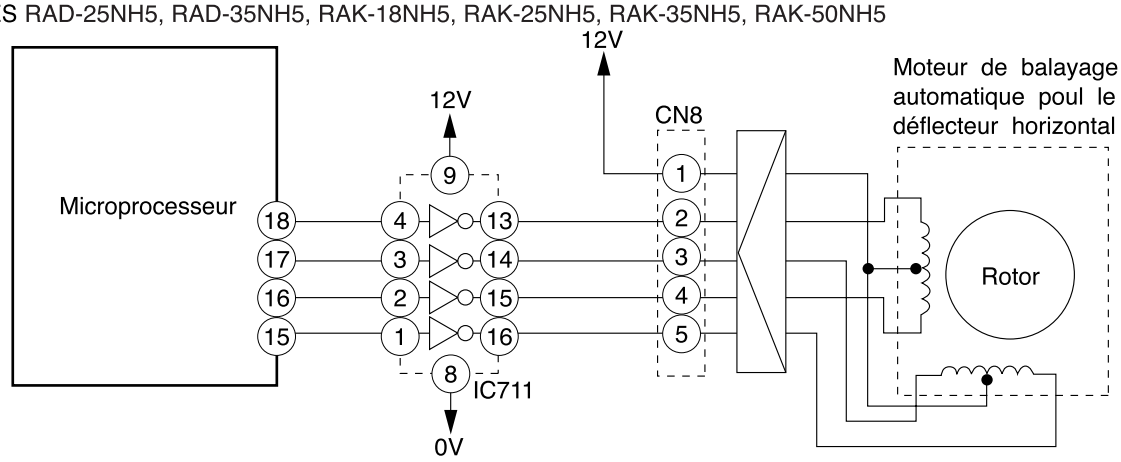
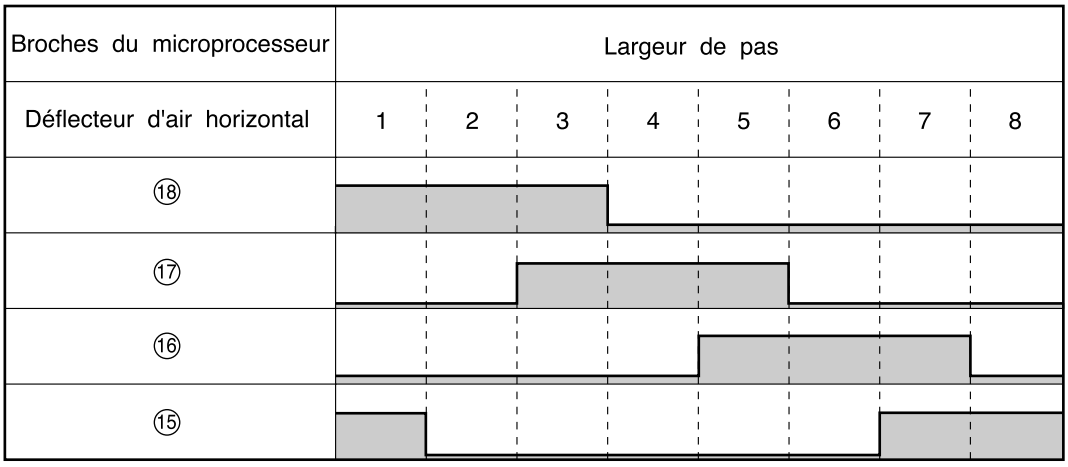

Fig. 4-1 Circuit du moteur de balayage automatique (déflecteur d'air horizontal)
Fig. 4-2 Signaux de sortie du microprocesseur
- La figure 4-1 représente le circuit de commande du moteur de balayage automatique; les signaux indiqués sur la figure 4-2 sont appliqués sur les broches⑮-⑱du microprocesseur.
- Tandis que la sortie du microprocesseur change comme le montre la figure 4-2, le noyau du moteur de balayage automatique est excité et le rotor tourne. Le tableau 4-1 donne l'angle de rotation du déflecteur d'air horizontal.